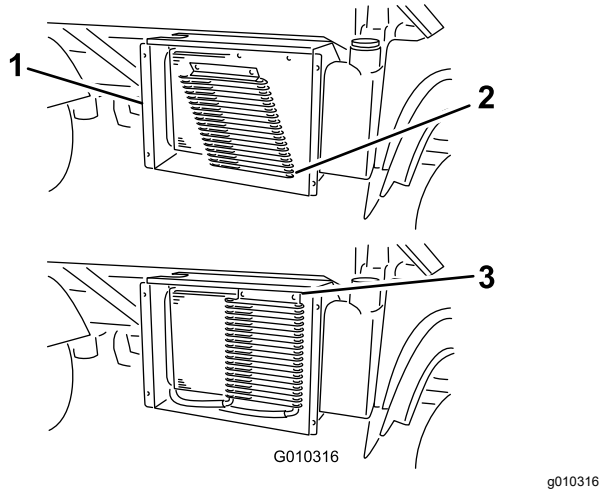

Figura 53
6. Abra los cierres, si hay, y gire el enfriador de aceite, separándolo del radiador (Figura 53).